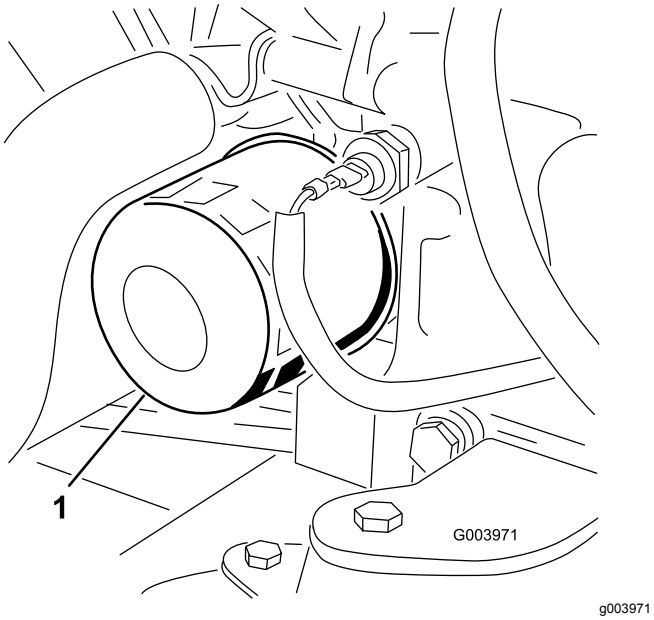

Figur 54
3. Ta av oljefilteret (Figur 54).